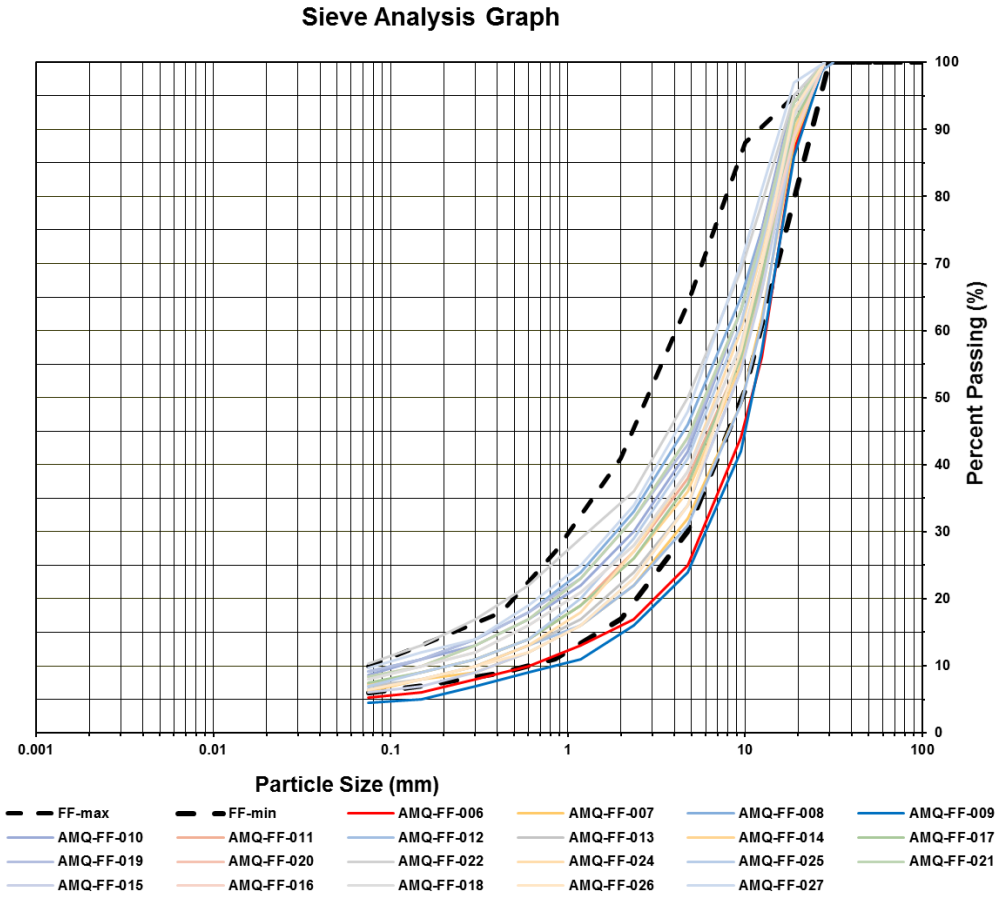
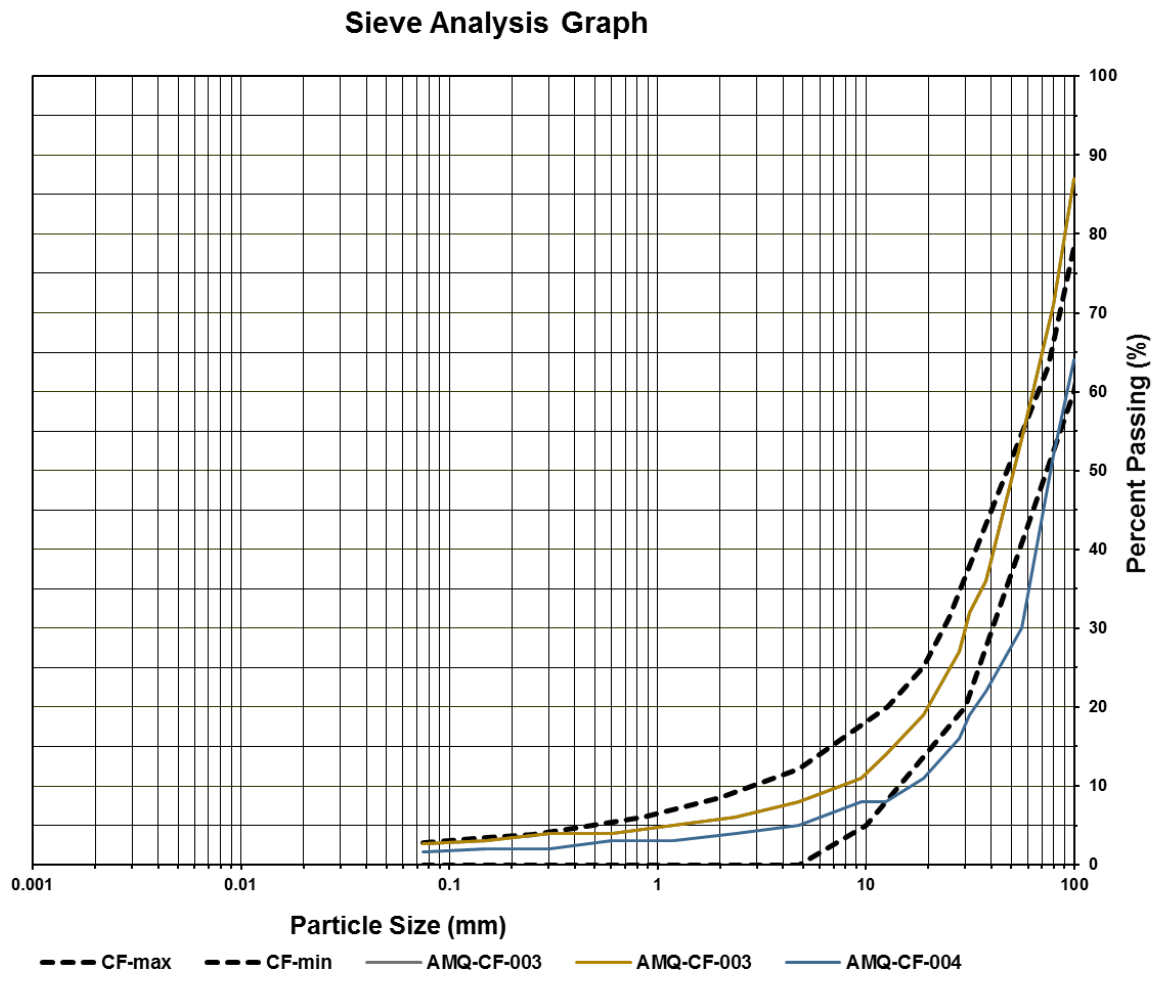

Figure 1: Summary of gradation test results completed on in-place fine filter
Figure 2: Summary of gradation test results completed on in-place coarse filter
During last week, DM reviewed and documented gradation test results for twenty-two (22) for fine and two (2) coarse filter sampled from in-place fine and coarse filter material. Gradation results of the fine and coarse filter materials are shown in Figure 1 and 2, respectively.
As shown in Figure 1, all gradation test results except for two meet the fine filter specification. Even the two samples showed minor deviation from the specification. Gradation of the coarse filter shown in Figure 2. As shown in Figure 2, one sample meet the specification and the other shows minor deviation from the specification. For the sample that shows minor deviation, another sample will be taken from the nearby area to verify the results.